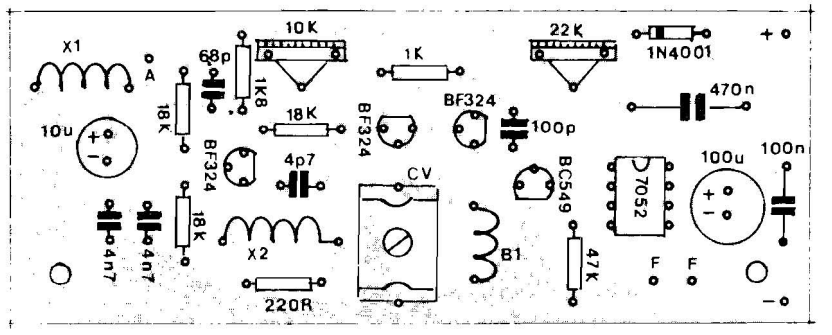

Fig.5
- **FIG. 5** - "CHAPEADO" DA MONTAGEM - A placa, vista pelo seu lado não cobreado, mostra a estilização de todos os principais componentes já posicionados... Como sempre acontece (isso parece "chato" para os veteranos, mas tal advertência é **essencial** aos "novatos"...), enfatizamos que o Leitor dedique o máximo de atenção aos componentes **polarizados** (Integrado, transístores, diodo e capacitores eletrolíticos...) que **não podem**, de jeito nenhum, serem ligados invertidos, ou "ao Deus dará", sob pena de não funcionamento do circuito e de eventuais danos sérios ao próprio componente... Quem ainda tiver alguma dúvida consultar o TABELÃO APE, lá no começo da Revista, junto às Histórias em Quadrinhos e às INSTRUÇÕES